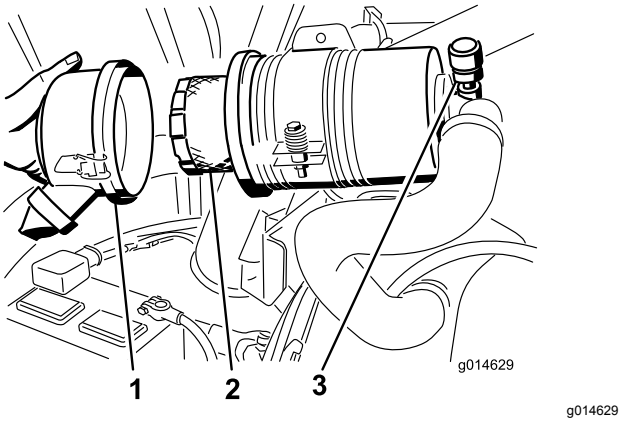

Рисунок 47
4. Снимите и замените фильтр (Рисунок 47).